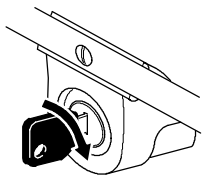

Bild 15
A. Stecken Sie den Schlüssel in das Zündschloss (Bild 15).